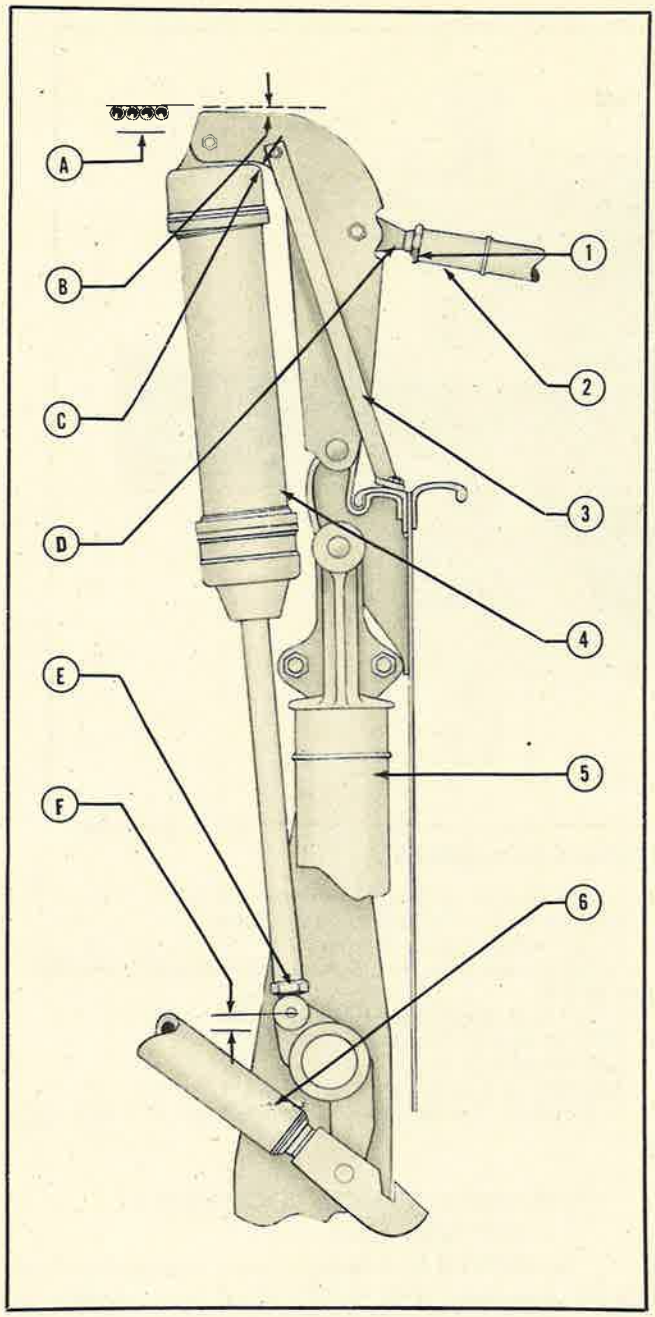

Figure 149—Landing-Gear Hydraulic Compensator Adjustments
4. ADJUSTMENTS.—There are two points of adjustment on the hydraulic compensator installation: The bolt that attaches the rod to the mounting bracket (D, figure 149), and the piston rod end of the compensator cylinder (E, figure 149). Observe the following procedure when installing the compensator:
a. If the mounting bracket and rod have been removed, check the clearance between the bracket and hat section (B, figure 149). Adjust the bolt to obtain a minimum of 1/16-inch clearance. When the proper clearance is obtained, secure the bolt with the lock nut.
b. Attach the compensator cylinder to the bracket and upper truss and check the cylinder upper end and the bracket (C, figure 149) for a minimum of 1/16-inch clearance. The clearance at "B" and "C" (figure 149) may be equalized by adjustment of the bolt at "D" (figure 149). A minimum of 1/16-inch clearance must be obtained at both "B" and "C" (figure 149).
piston rod for ⅛-inch overtravel. The cylinder must have ⅛-inch overtravel to prevent bottoming of the piston. (F, figure 149).
d. In the fully retracted position, the forward travel of the compensator cylinder is approximately 11 inches. In this position check "A" (figure 149) for ⅛-inch minimum clearance between the cylinder upper end and the vacuum line assembly in the upper nacelle.